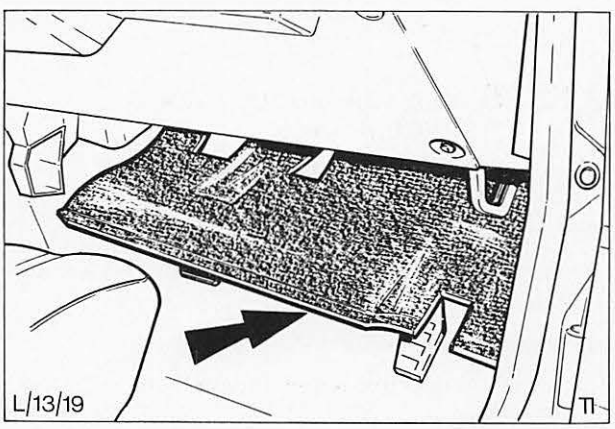

Abb. 198 Ausbauen der unteren Abdeckung – Instrumententafel
3. Untere Abdeckung abbauen, Abb. 198.